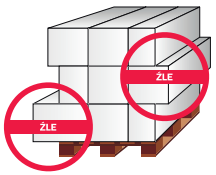

rys. 9
- Opakowanie zewnętrzne powinno być zabezpieczone taśmami plombującymi oraz oklejone nalepkami ostrzegawczymi „ostrożnie szkło”, „nie rzucać” **(rys. 9)**.